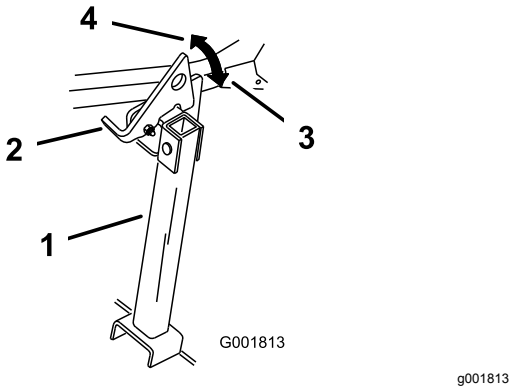

**Figur 34**
2. Løft klinken til ulåst position (Figur 34).